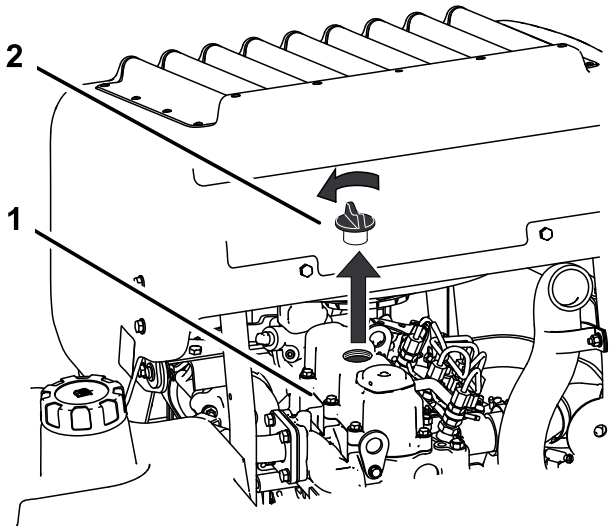

Figur 33
6. Fjern oliepåfyldningsdækslet fra toppen af motoren (Figur 33). Det hjælper olien med at løbe ud.
2. Fjern oliepåfyldningsdækslet og målepinden (Figur 33).